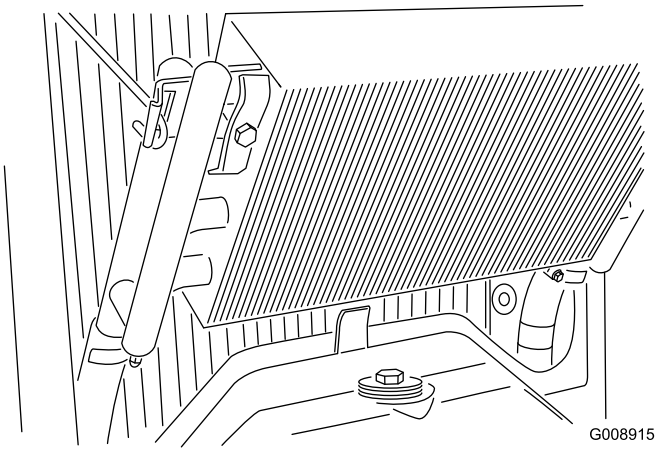

Figur 70
4. Lås upp oljekylaren och luta den bakåt (Figur 70).